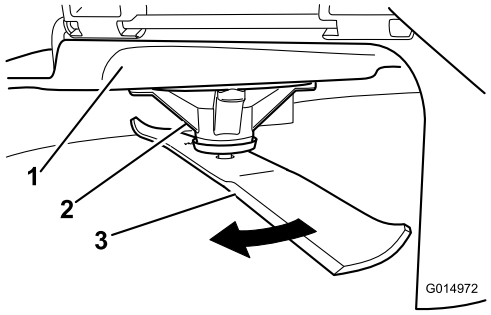

Figuur 50
2. Draai terwijl u dikke handschoenen of andere adequate handbescherming draagt langzaam het te meten mes in een stand die effectieve meting mogelijk maakt van de afstand tussen de maairand en het egale oppervlak waarop de machine staat (Figuur 50).